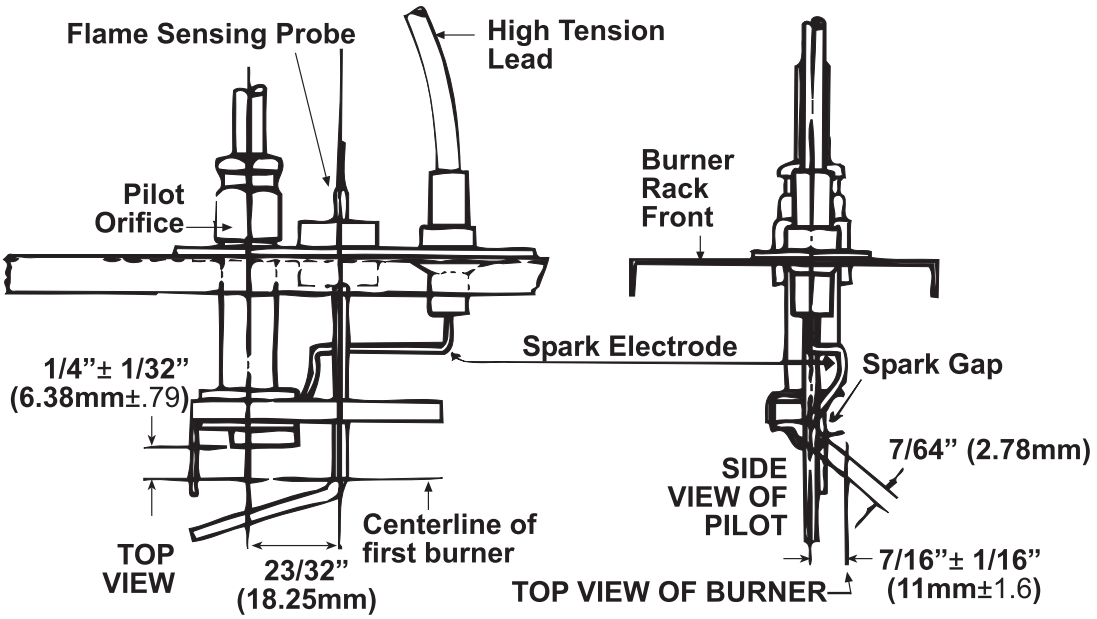

Figure 28. Pilot Assembly Spark Gap
4. Check the spark gap (see **Figure 28**), which should be maintained to 7/64 inch.
c. Verify that pilot spark gap (see **Figure 28**) is approximately 7/64 inch.